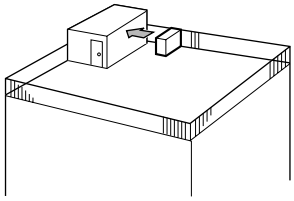

Fig. 3-2
① Coloque la salida de aire de frente a la pared más próxima a una distancia de unos 50 cm (19-11/16") de ella. (Fig. 3-2)